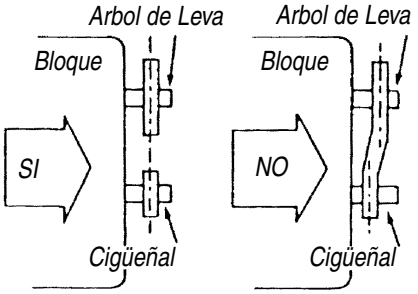

Figura 2 - Revise el alineamiento de la cadena para asegurarse que ambas ruedas dentadas estén correctamente instaladas
- *Asegúrese que la leva y el engrane para cigüeñal estén exactamente alineados entre sí. El mal alineamiento puede causar que se quiebren (ver Figura 2).*